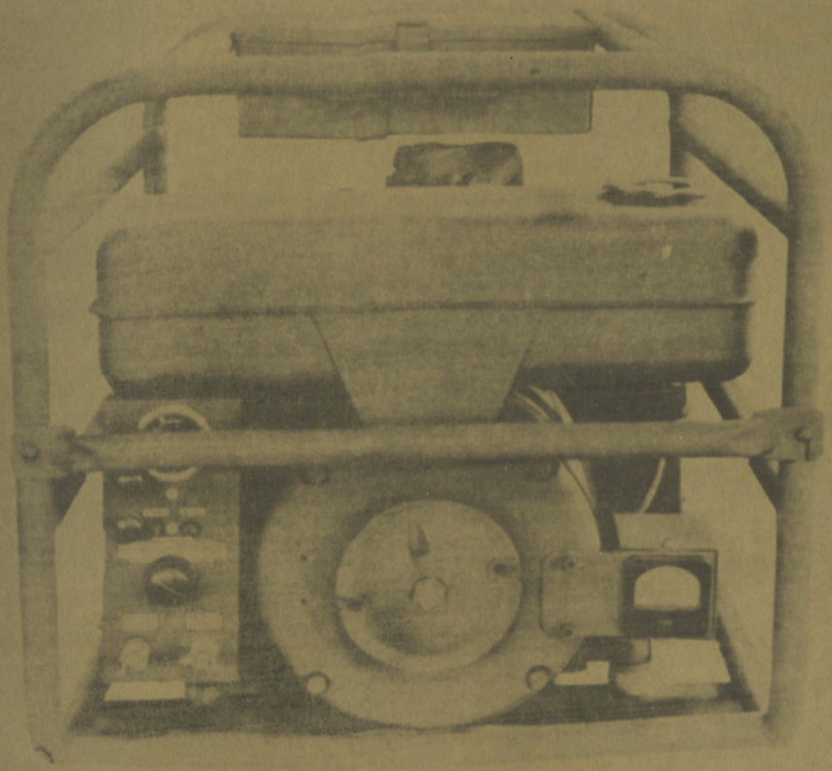
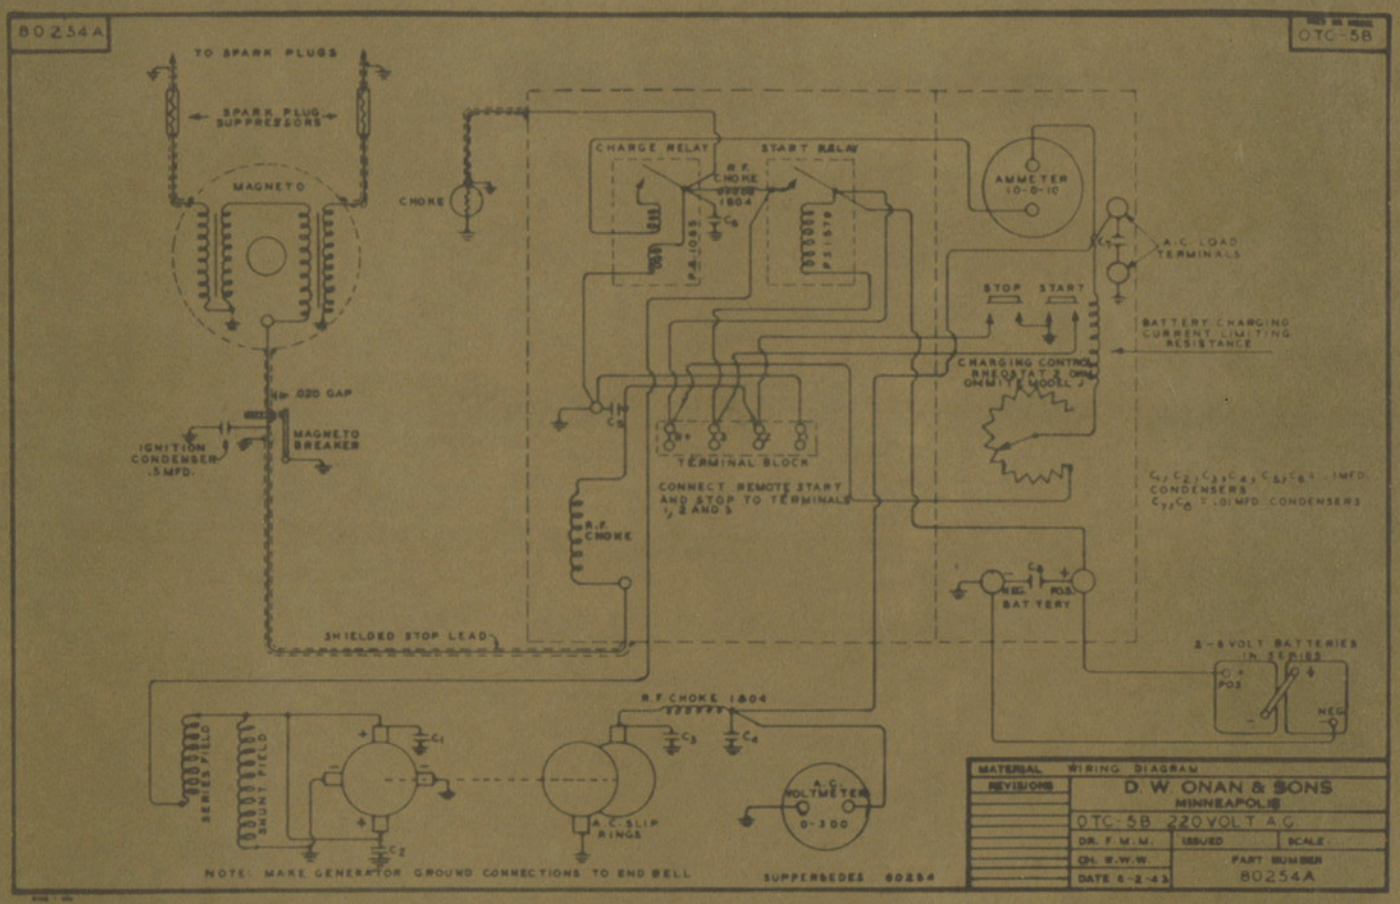

Figure 2. Rear view of ONAN AMERICAN OTC-5BH showing the control panel, rope sheave, frame, and location of tool kit and spare parts box.
Figure 1. Wiring Diagram of OTC-5BH.
(a) When the plant is started manually, the starting rope must be wound around the rope sheave on the generator end of the unit (See Fig. 2) in the direction indicated by the arrows on the pulley. The engine is cranked by pulling on the handle of the starting rope.
(b) When the plant is started electrically, the batteries must be connected to the terminals on the control panel. Then by pushing the "Start" button on the control panel, (See Fig. 2) current from the batteries flows through the Series Field winding in the generator and through the armature. As a result of this current flowing through the generator windings, the generator starts to "motor" or revolve cranking the engine. If the self starter is used, the starter button should not be pressed continuously but in periods of not more than five seconds with equivalent stops in between until the engine starts.
20. A small control panel is mounted on the generator end of the plant. On this panel there is a D.C. ammeter, a variable rheostat, start-stop button, battery terminals, and A.C. load terminals. In the control panel, there are condensers, a reverse current relay, and a start relay. On the other side of the generator housing, an A.C. voltmeter is mounted to record the A.C. output (See Fig. 2, E.M.E.R. 221 and Fig. 1 below).